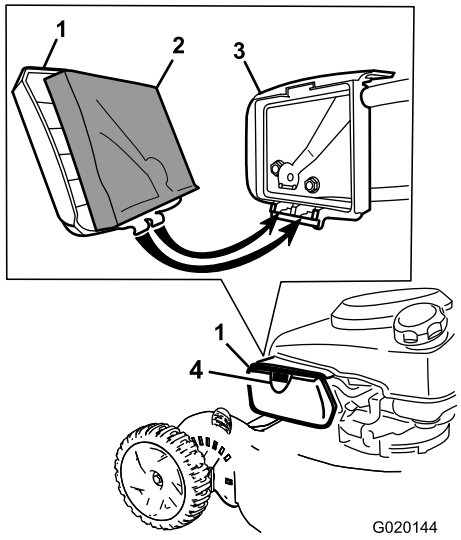

**Figuur 20**
2. Druk op de knop op het luchtfilterdeksel (Figuur 20) en maak het deksel open.